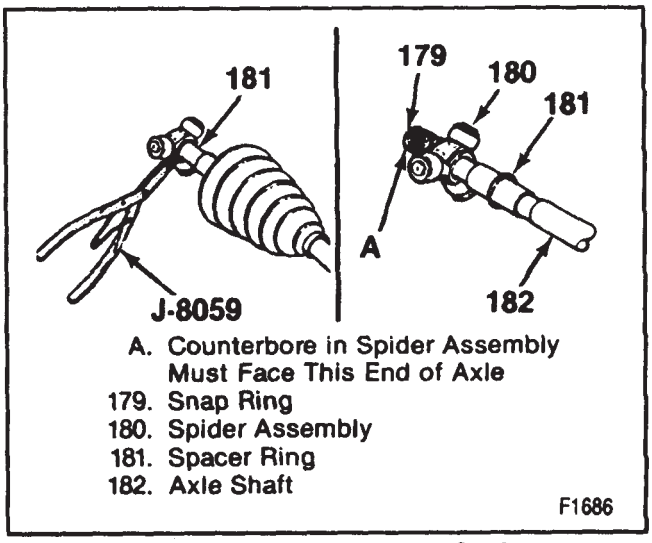

Figure 45—Replacing the Spider
4. Spacer ring (181) using J 8059 (or equivalent) (figure 45).
- Slide the spacer ring back on the axle shaft as shown. (figure 45), then slide the spider assembly (180) back to expose the snap ring (179).
5. Snap ring (179) using J 8059 (or equivalent).
6. Spider assembly (180).
Assemble (Figures 45 through 48)
2. Inboard boot (176) to the axle shaft (182).
3. Spider assembly (180) to the axle shaft.
- Make sure the snap ring counterbore faces the housing end of the axle, as shown in figure 45.
4. Snap ring (179) using J 8059 (or equivalent).
5. Spacer ring (181) using J 8059 (or equivalent) (figure 45).